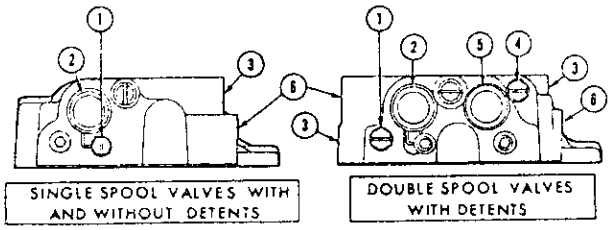

Fig. 436–View showing front side of single and double spool remote control valves.
385. Exploded views of single and double spool remote control valves with spool detents are shown in Figs. 434 and 435. Except for the detent assemblies (items 24 through 28), remote control valves are the same. Either control valve can be used to operate single or double acting cylinders. Refer to Fig. 436 and Table A.
Table A–Refer to Fig. 436 for float valve and by-pass valve locations and to above table for cylinder application, valve settings and hose installation. The inboard spool of the double spool control valve without detents is always double acting and cannot be converted to single acting operation. N/A–Does Not Apply.